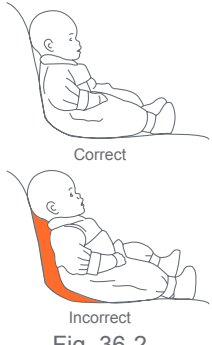

Fig. 36-2
4. Place your child in the Safety Seat so that the child's bottom is against the back and bottom of the seat (Fig. 36-2).